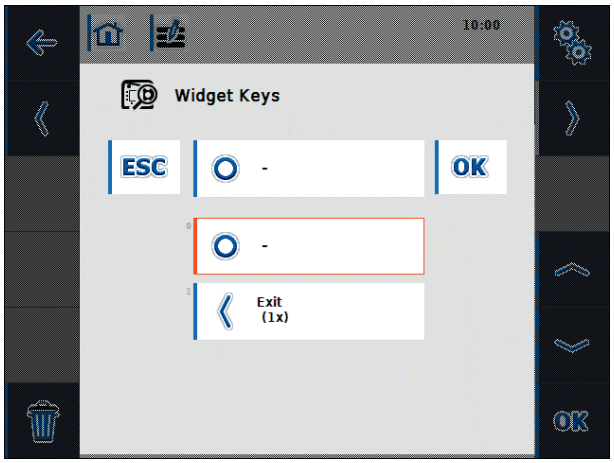

Abbildung 6-6: Popup Widget Keys
3. Um Widget-Keys im Layout zu platzieren, wählt man eine Softkey-Zelle im Hauptbereich aus und ordnet das gewünschte Widget-Key der Liste zu (vgl. Abbildung 6-6).